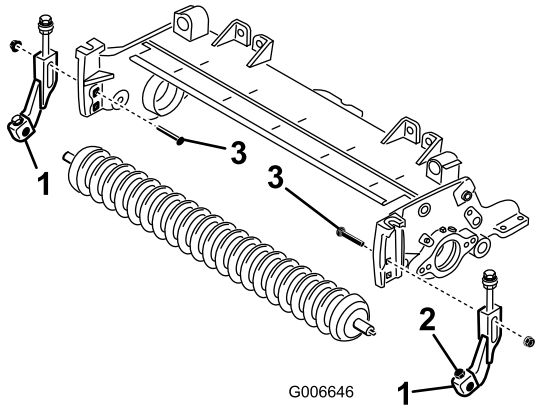

Figur 20
15. Monter løst de nye høyre og venstre klippehøydebrakettene til den eksisterende fremre valsen med nye 5/16 x 1 1/8 tommer hodeskruer og 5/16 tommer flenslåsemuttere. Plasser klippehøydebraketten som vist i figur Figur 20.
16. Bruk det øvre firkantede hullet på hver sideplate, monter løst klipphøydebrakettene til klippeenhetens sideplater med låseboltene du tidligere fjernet og nye 3/8 tommer flensmuttere, plassert som vist på figur Figur 20.
18. Midtstill valsen mellom brakettene og lås på plass med hodeskruene og låsemutterne på braketten (Figur 20).